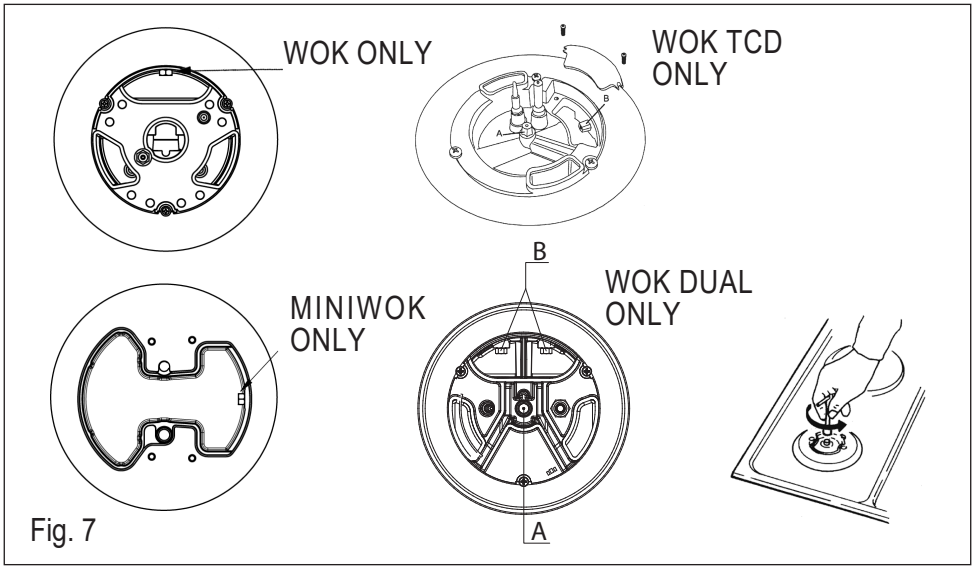

Fig. 7
(Fig. 7) Should the appliance be re-set for a different type of gas than available, proceed as follows:
- replace the injectors (Fig. 7) with the corresponding type of gas to be used (see table " Uses characteristics")